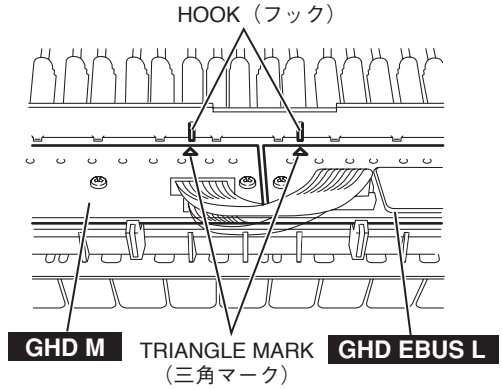

Fig. 22（図22）
* ***When installing the circuit boards, set it under hooks to align the triangle marks of the circuit board and projection parts of the frame as shown in figure 22.***
※ **GHD M シートと GHD EBUS L シートを取り付ける際は、フレーム裏側にあるフック位置と基板の△マークが一致していることを確認してください。（図 22）**